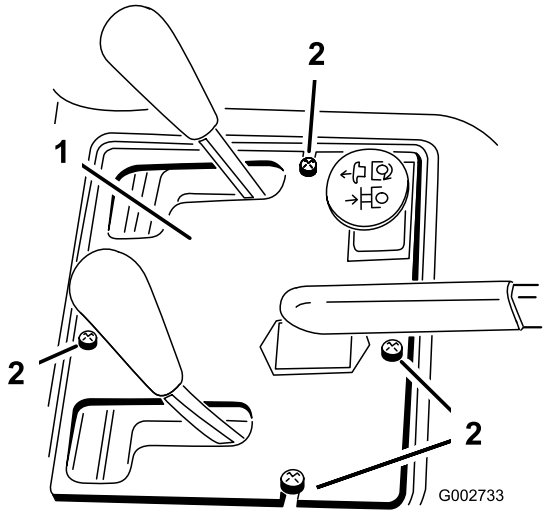

Figur 34
2. Ta bort de (4) skruvarna som fäster kontrollpanelen vid ramen (Figur 34).